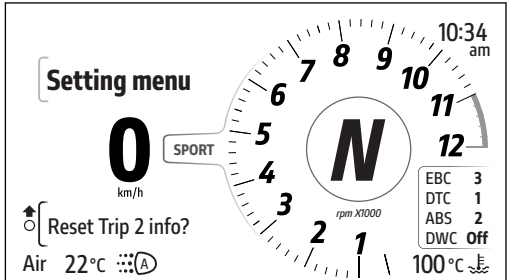

Fig 82
The “Trip 2” information, when selected, can be reset by pressing the ENTER button (3): "Reset Trip 2 info?” will be displayed (Fig 82).